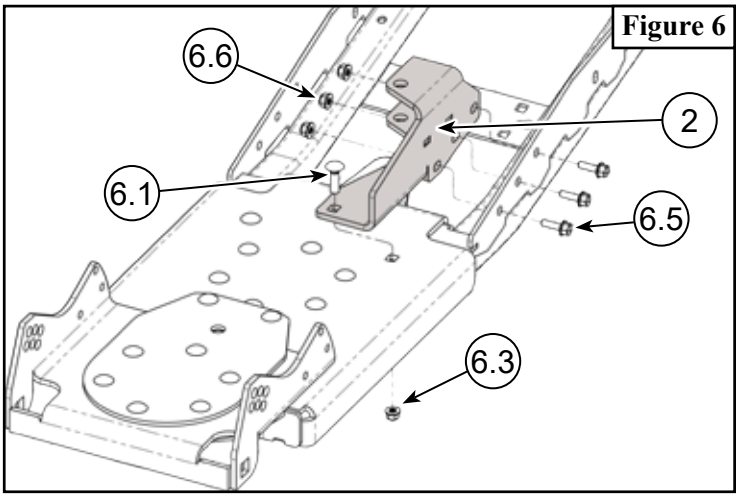

Figure 6
6. Attatch Rear Tube Bracket (3) to the push tube using Bolts (6.2 & 6.3) and Nuts (6.6). Place bolts (6.2) through washers (6.5) before placing through the push tubes. As shown in **Figure 6**.
7. Set Rear Actuator Bracket (2) in place and loosely secure using Bolts (6.1, 6.5) and nuts (6.3, 6.6) as shown in **Figure 6**.